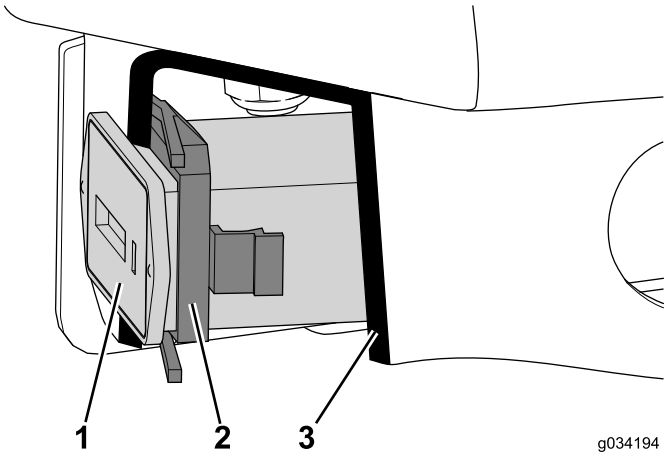

Figura 26
1. Premete il contaore nell'intaglio fino a quando non è fissato con il fermo (Figura 26).